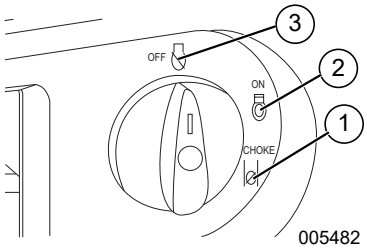

Figure 3-2.Positions OFF/ON/CHOKE (Arrêt/ Marche/Étranglement)
1. Reportez-vous à la ***Figure 3-2***. Placez le sélecteur du cadran « OFF/ON/CHOKE » sur la position CHOKE (1).
4. Reportez-vous à la *Figure 3-2*. Lorsque le moteur démarre, placez le sélecteur du cadran « OFF/ON/CHOKE » sur la position ON (2). Pour réduire le fonctionnement de l'étrangleur, faites tourner le sélecteur du cadran « OFF/ON/CHOKE » en direction de la position ON.
3. Voir *Figure 3-2*. Placez le sélecteur du cadran « OFF/ON/CHOKE » sur la position ON (3).
1. Reportez-vous à la *Figure 3-2*. Faites basculer le sélecteur du cadran « OFF/ON/CHOKE » de la position OFF à la position ON. Cette action permet d'ouvrir le robinet de carburant et d'autoriser le démarrage de l'appareil.